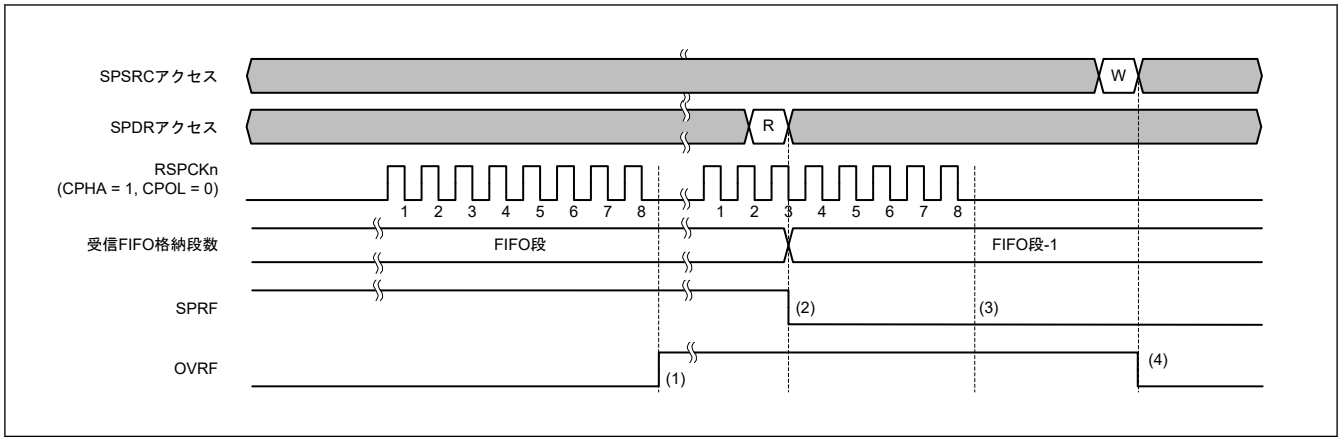

図 34.47 OVRF フラグおよび SPRF フラグの動作例
図 34.47 に OVRF フラグと SPRF フラグの動作例を示します。図 34.47 に記載した SPSRC アクセスと SPDR アクセスは、それぞれ SPSRC レジスタと SPDR レジスタへのアクセス状況を示しています。W は書き込みサイクル、R は読み出しサイクルを示しています。この例では、SPCMDm.CPHA ビットが 1、かつ SPCMDm.CPOL ビットが 0 の設定で、SPI は 8 ビットのシリアル転送を実行しています。RSPCKn 波形の下に記載した番号は RSPCK 周期の番号（= 転送ビットの番号）を示しています。
以下に、図 34.47 の (1) ～ (4) に示したタイミングでのフラグの動作内容を説明します。